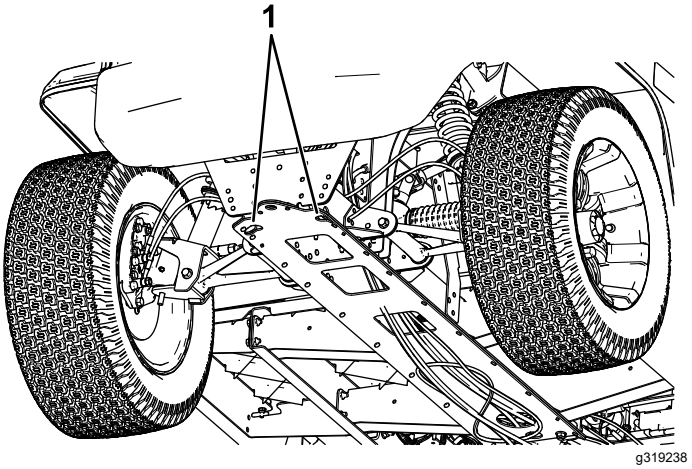
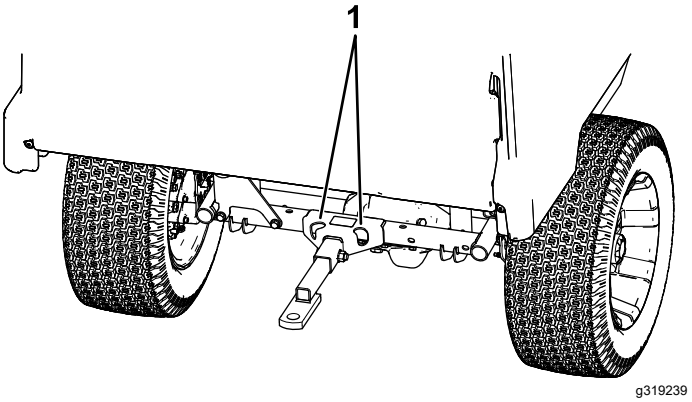

Figur 23
Figur 24
Se Figur 23 och Figur 24 för fästpunkternas placering på maskinen.
2. Fäst en bogserlina i bogseröglan framtill på maskinens ram (Figur 23).